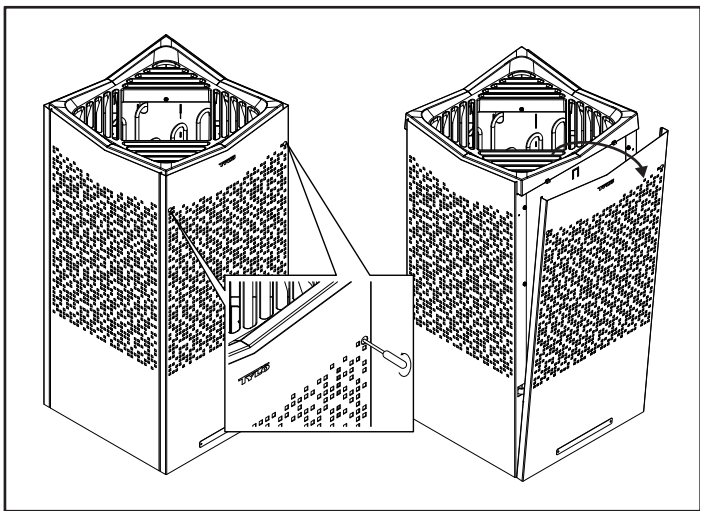

Abbildung 7: Lösen Sie die verdeckten Schrauben, Torx 20, und nehmen Sie die Vorderwandelemente ab.
1. Heben Sie die Vorderwandelemente ab (siehe Abbildung 7).